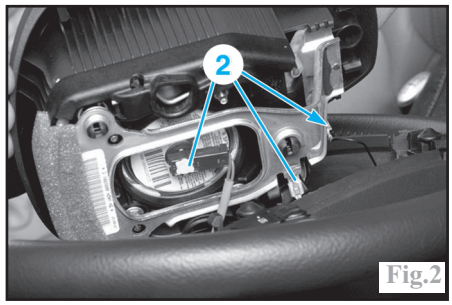

Fig.2
Débrancher les connecteurs (2) (Fig.2).